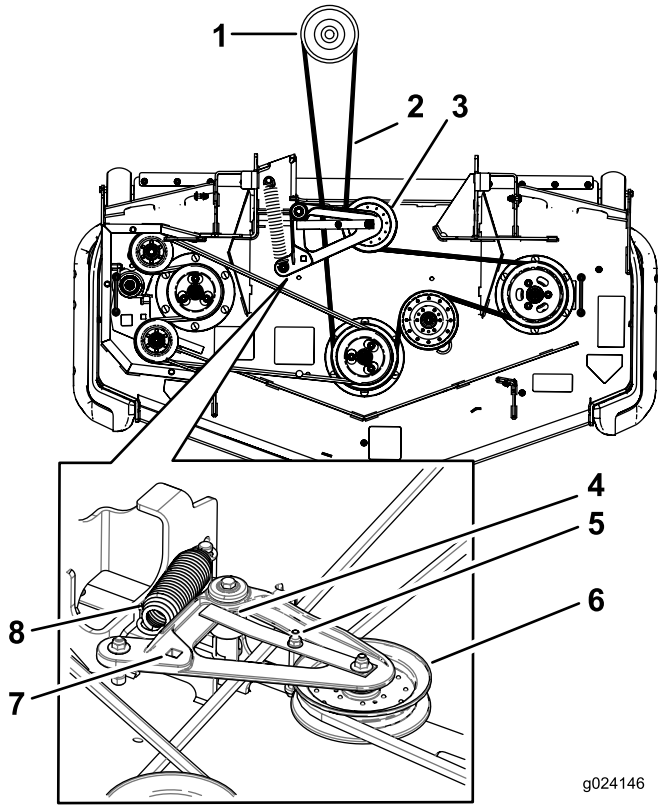

Figur 71
10. Bruk skrallen i det firkantede hullet til å montere den nye remmen rundt knivremskivene og på lederullene (Figur 71).
6. Bruk en skralle i det firkantede hullet i lederullarmen for å redusere spenningen på blindfjæren (Figur 71).
8. Løft opp på remføreren og fjern remmen (Figur 71).
9. Monter den nye remmen rundt knivremskivene og clutchremskiven under motoren (Figur 71).
10. Roter og sikre at remføreren slår mot dreienavet Figur 71.
11. Bruk skrallen i det firkantede hullet for å installere blindfjæren (Figur 71).